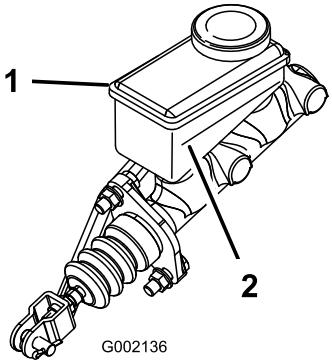

Figur 69
5. Se på siden av beholderen for å se væskenivået (Figur 69).
B. Hell DOT 3-bremsevæske i beholderen til væskenivået er over minimumslinjen (Figur 69).